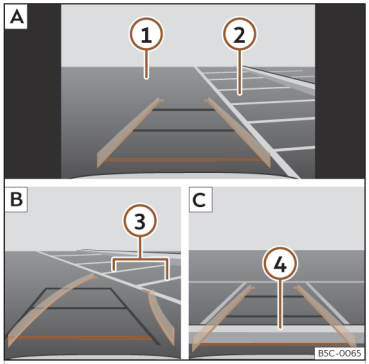

Abb. 155 Anzeige auf dem Bildschirm des Infotainment-Systems: Einparken mit dem Rückfahrassistenten.
Legende zur ››› **(Abb. 155)**:
- Bringen Sie das Fahrzeug vor die Parklücke ››› **(Abb. 155)** ② A.
- Fahren Sie rückwärts und drehen Sie das Lenkrad so, dass die gelben Linien in die Parklücke weisen. Die grünen und gelben Linien müssen mit den seitlichen Begrenzungslinien übereinstimmen ③ B.
- Halten Sie das Fahrzeug an, wenn die rote Linie die hintere Begrenzung erreicht hat ④ C.